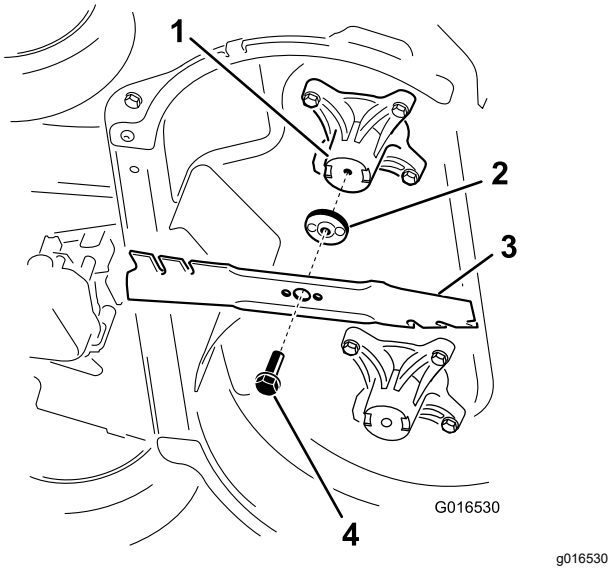

Figura 33
2. Retire cada cuchilla, según se muestra en Figura 33.
1. Instale la primera cuchilla en posición horizontal, junto con todos los herrajes de montaje, según se muestra en Figura 33.